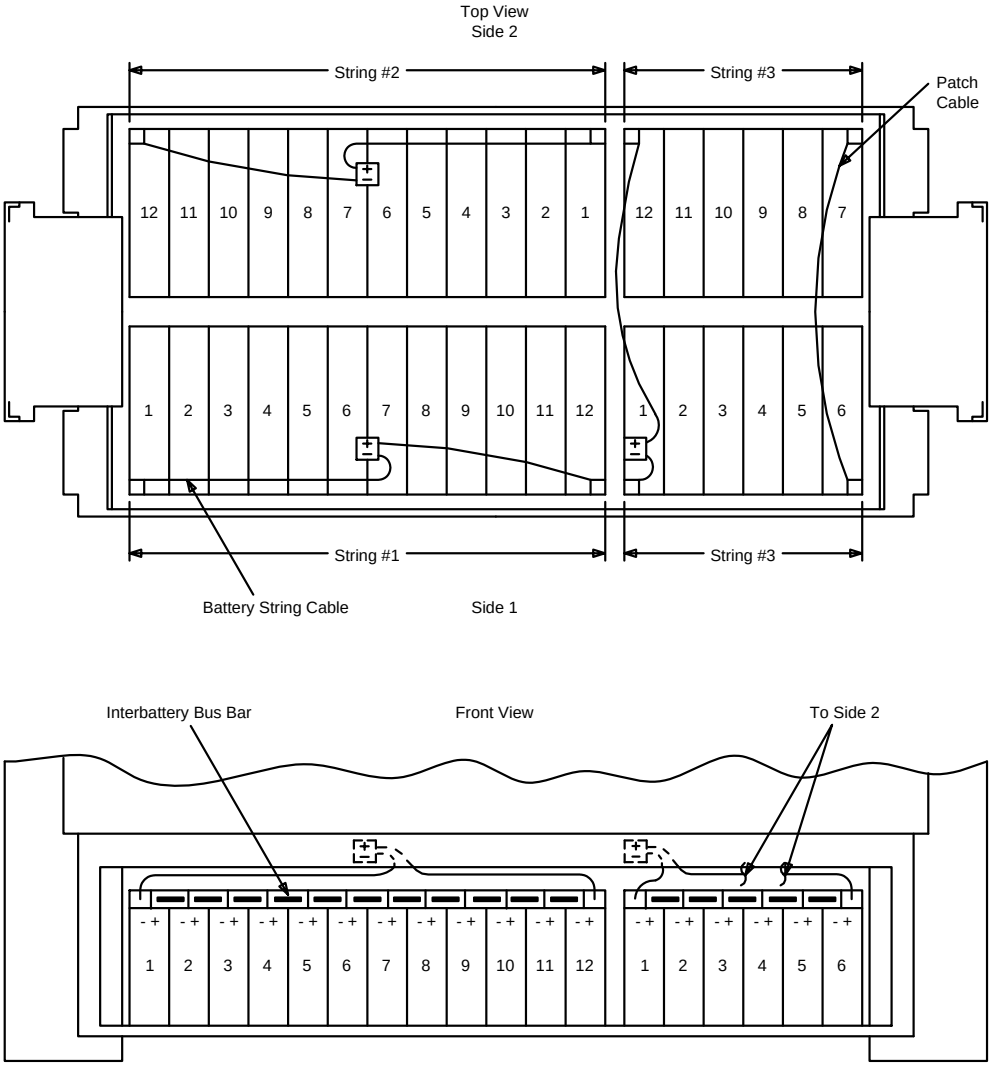

**Figure 1 – Layout of Lineage 2000 VR Series Batteries in 80D Cabinet**
9. Place all twelve batteries in the battery compartment as shown in Figure 1.